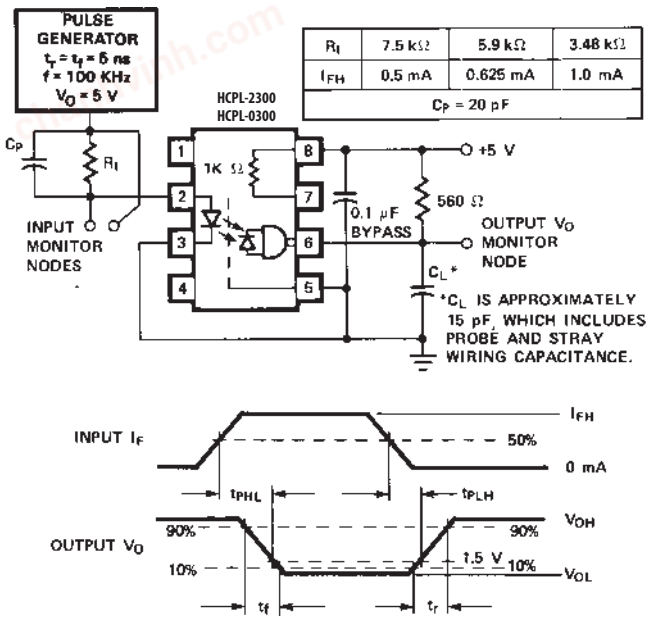

Figure 8. Test Circuit for t_{PHL}, t_{PLH}, t_r, and t_f.
8. C_P is the peaking capacitance. Refer to test circuit in Figure 8.